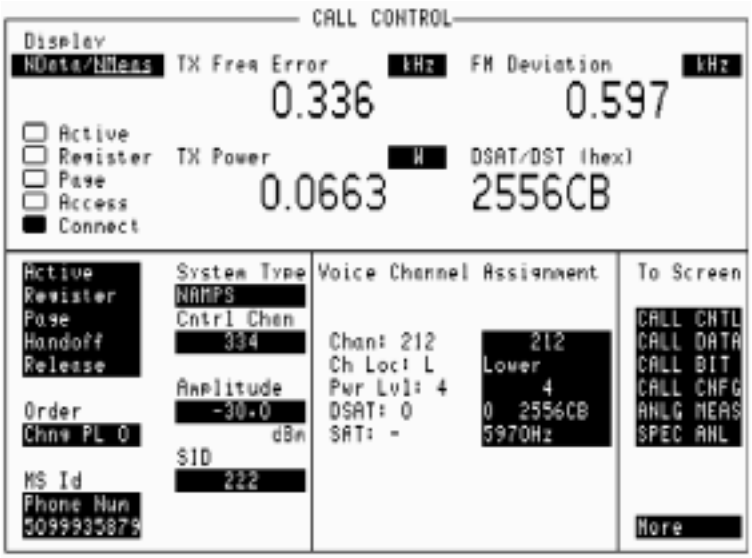

Figure 37 **CALL CONTROL Screen with NMeas Selected**
- For system type NAMPS the following parameters are measured when the Test Set is in the connect state. See **Figure 37 on page 488**: